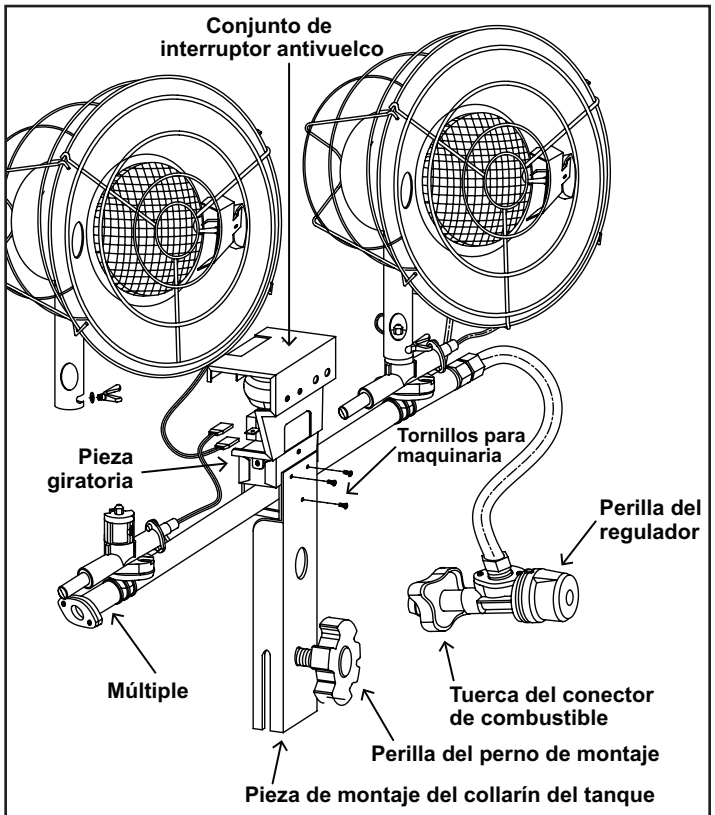

Figura 1
1. Coloque la pieza de montaje del collarín del tanque encima de la placa central. Asegúrese de que la perilla del perno de montaje se encuentre en la parte inferior, según se muestra en la Figura 1.